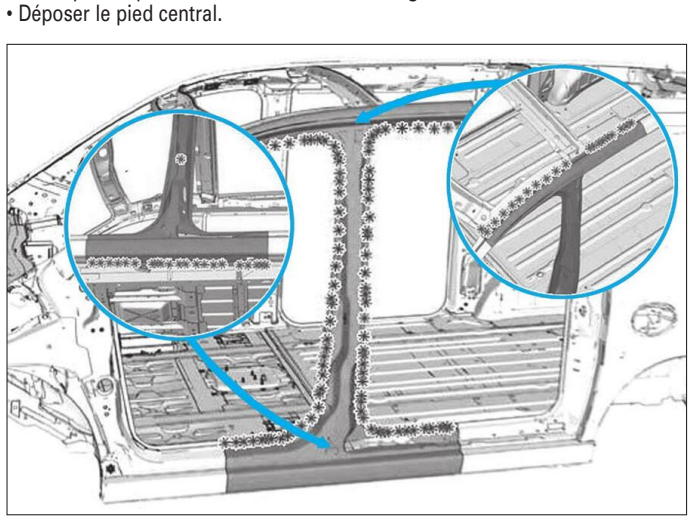

**FIG. 57**
• Découper les points au diamètre de 8 mm **(Fig.57)**.